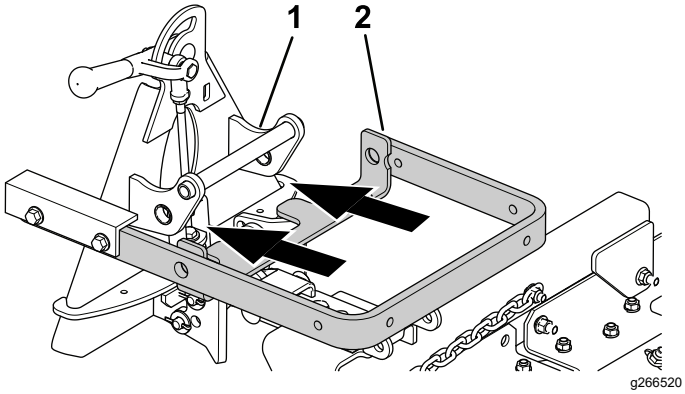
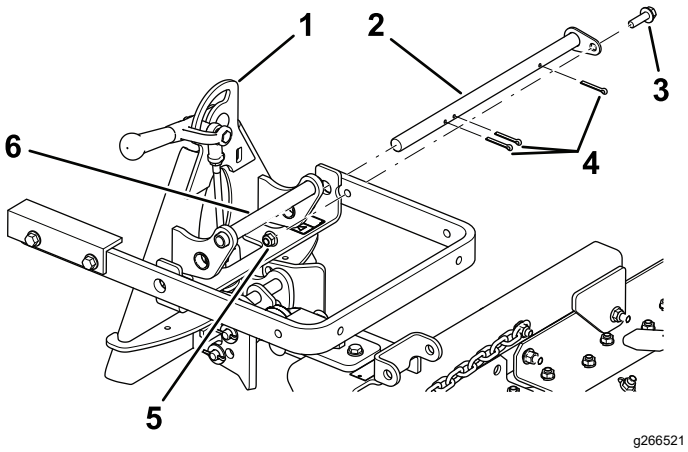

Rysunek 4
Rysunek 5
3. Ustaw ramię podnoszące ze wspornikiem na adapterze osprzętu (Rysunek 4) i połącz je za pomocą sworznia obrotu w sposób pokazany na Rysunek 5.
Informacja: Podczas przesuwania adaptera osprzętu użyj uchwytu umieszczonego z tyłu adaptera (Rysunek 4).
4. Zamocuj sworzeń obrotu (Rysunek 5) za pomocą 3 zawleczek i śruby (⅜ x 1¼ cala) oraz przeciwnakrętki (⅜ cala).